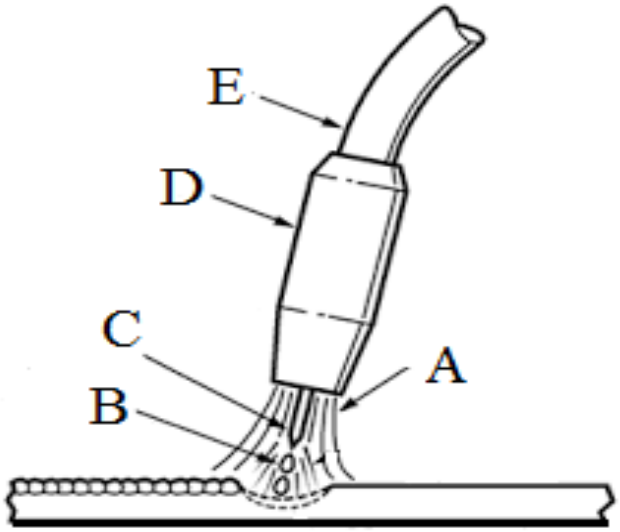

FIGURE 3
5.2 FIGURE 3 shows the metal inert-gas welding process. Label the items marked A–E. Write only the answer next to the letter (A–E) in the ANSWER BOOK.